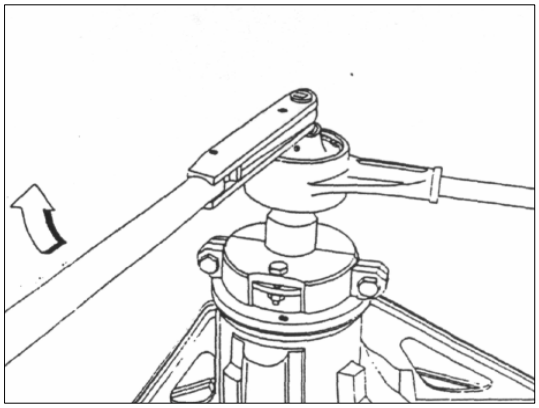

РИС. 338
9) Установите усилитель крутящего момента 042 583 0067 и ограничитель 000 589 3763 на съёмник 2640 5890 3501 и затяните его с крутящим моментом 20-25 кг·м, то есть, сейчас кольцевая гайка затянута с усилием в 80-90 кг·м, (см. рис.338).